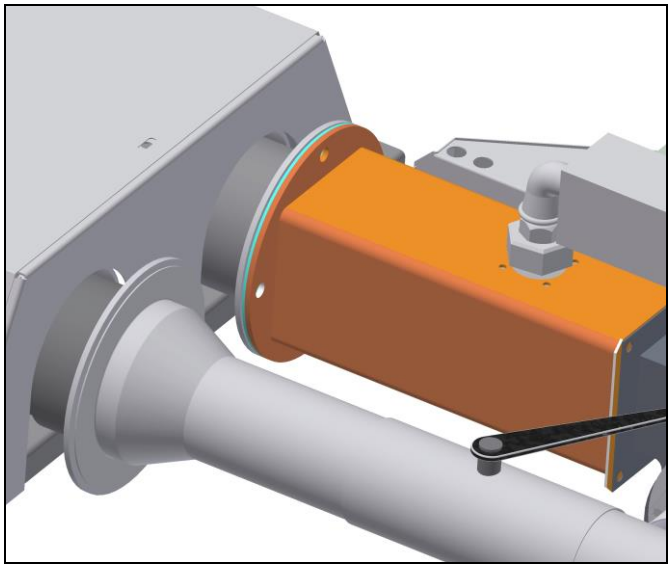

Abb. 31: Montage Abgas-Drosselklappe am Strahlerende
- ⇨ Nachdem das Brennermodul umgerüstet wurden ist, erfolgt der Anbau der Abgas-Drosselklappe (Abb. 26) an den Strahler. Die Drosselklappe wird mit der Dichtung an den Losflansch des letzten Strahlrohres montiert (Abb. 31).